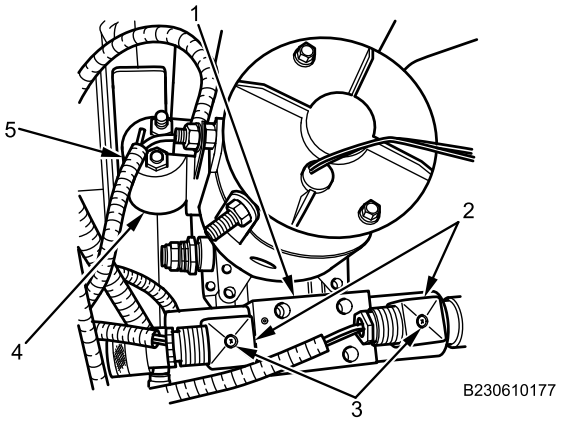

Figure 2. Rear Door/Ramp Control Connection.
3. Disconnect control wire harness (Figure 2, Item 5) from solenoid (Figure 2, Item 4).
4. Remove two screws (Figure 2, Item 3) and two connectors (Figure 2, Item 2) from hydraulic valve (Figure 2, Item 1).